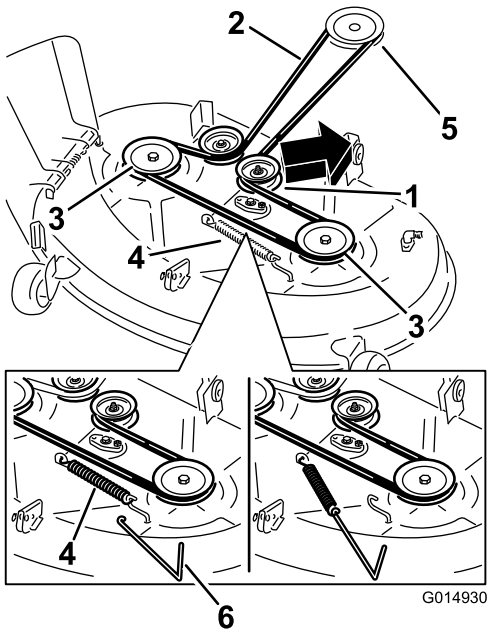

Figur 68
4. Använd ett fjäderborttagningsverktyg och ta bort mellanremskivfjädern från däckkroken för att minska spänningen på mellanremskivan och rulla av remmen från skivorna (Figur 68).
5. Dra den nya remmen runt motorremskivan och klipparremskivorna (Figur 68).
6. Använd ett fjäderborttagningsverktyg och montera mellanremskivfjädern på däckkroken för att öka mellanremskivans och klipparremmens spänning (Figur 68).